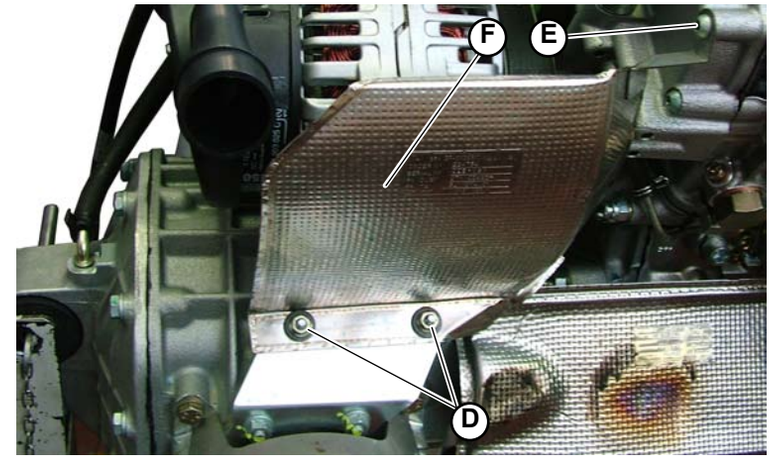

Fig.3
3. Unscrew the 2 bolts (**D-Fig.3**) and the screw (**E-Fig.3**) and remove the heat-proof panel (**F-Fig.3**).